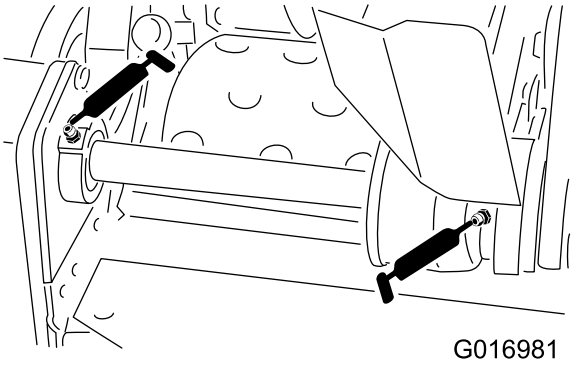

Figur 23
- Två på cylinderns överföringslager (Figur 23)